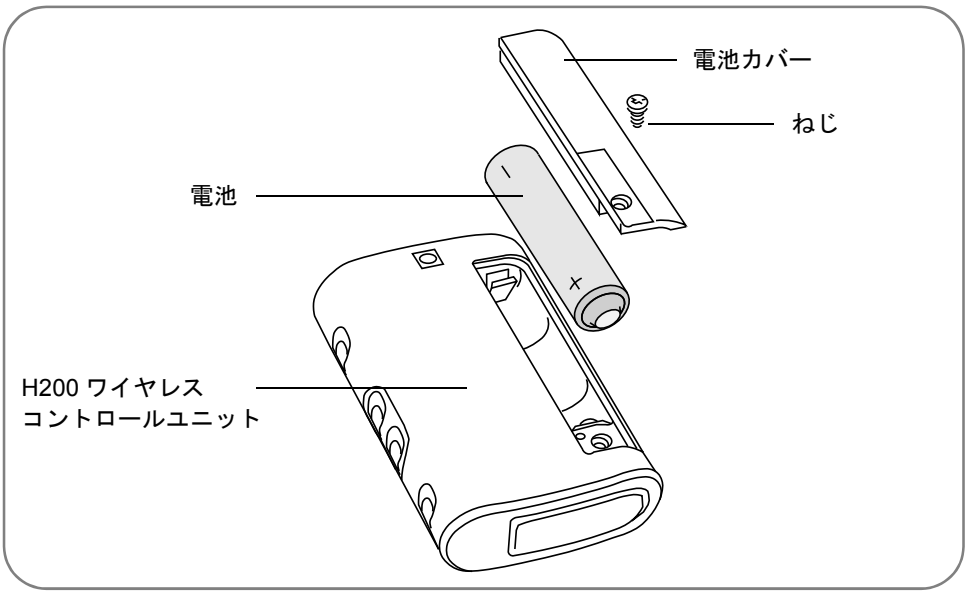

図 11-1：H200 ワイヤレスコントロールユニットの電池を交換しているところ
1. プラスドライバーを使用して、H200 ワイヤレスコントロールユニットの背面にある電池カバーからねじを外してください（図 11-1 を参照）。